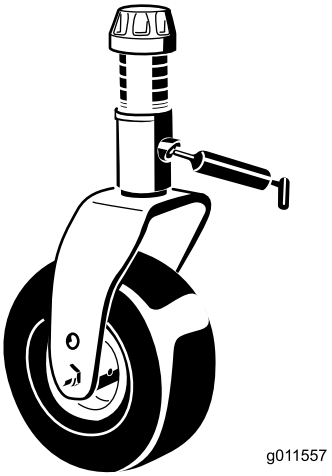

Figura 44
- Casquillos (2) del eje de la horquilla de las ruedas giratorias (Figura 44)